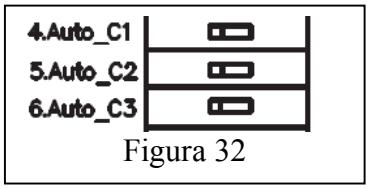

Figura 32
4.2.1.2. Cierre automático (dip 4, 5, 6) Figura 32